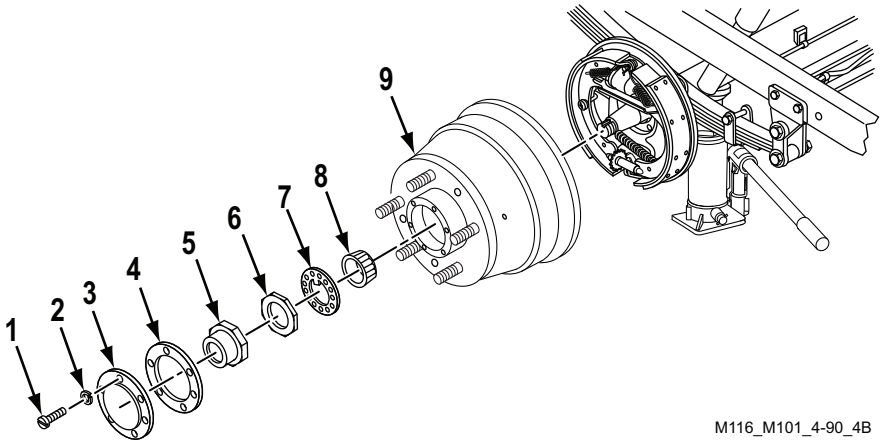

Figure 6. Hub, Brake Drum, and Bearing Installation.
1. Lightly coat spindle with grease and install wheel hub and brake drum assembly (Figure 6, Item 9).
2. Pack outer bearing hub cone and roller (Figure 6, Item 8) with grease and install on spindle.
3. Install key washer (Figure 6, Item 7), adjusting nut (Figure 6, Item 6), and outer bearing sleeve nut (Figure 6, Item 5) on wheel hub and brake drum assembly (Figure 6, Item 9).
4. Install new paper gasket (Figure 6, Item 4), access cover (Figure 6, Item 3), six new lockwashers (Figure 6, Item 2), and cap screws (Figure 6, Item 1) on wheel hub and brake drum assembly (Figure 6, Item 9).